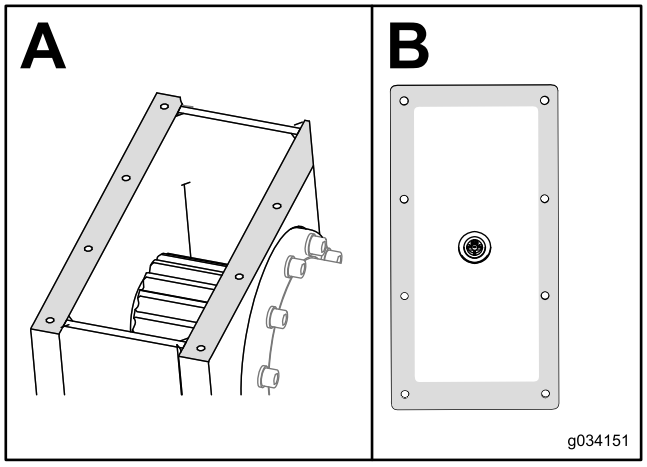

Figure 138
9. Nettoyez le mastic du boîtier d'engrenages et du couvercle (Figure 138).
10. Appliquez du mastic RTV neuf de type automobile sur le bord du couvercle (encadré B de la Figure 138).